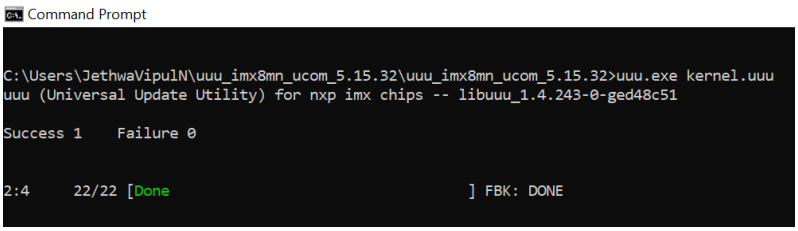

Figure 26 Programing Kernel using UUU tool
11. Use the following command to download the device tree (see Figure 26):